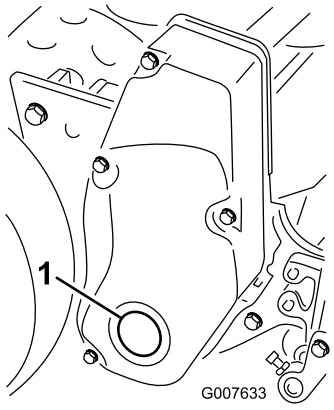

Figur 50
1. Fjern pluggen på det høyre spolemotordekslet (Figur 50).